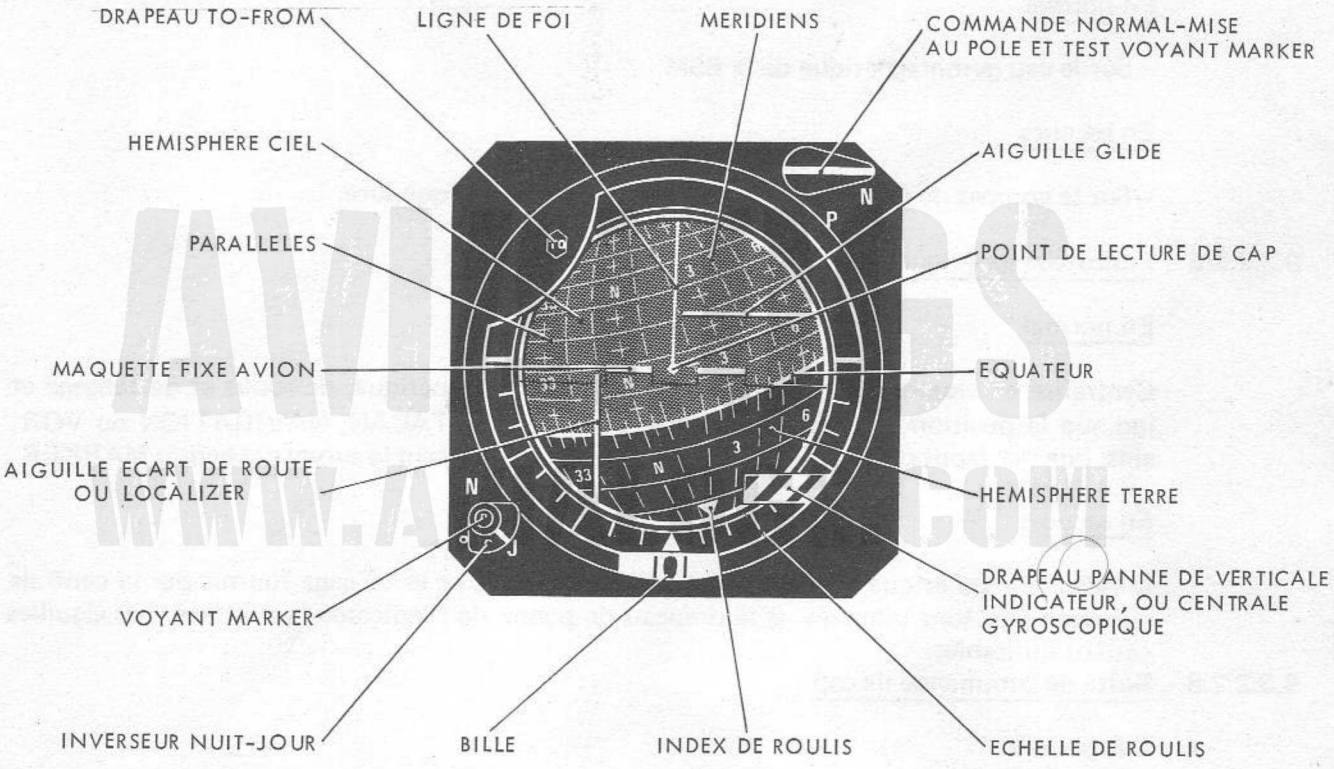

FIGURE 16 - INDICATEUR SPHERIQUE
9.3.2.1.3 - Indicateur sphérique (Fig. 16)
9.3.3.4 - Utilisation de l'indicateur sphérique en vol (Fig. 16)